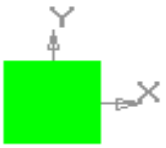

Рис. 7.17. Выделенный вид.
- в диалоговом окне выбора выделите один или несколько видов и нажмите кнопку **ОК** (выбранные виды на листе чертежа будут выделены – рис. 7.17);